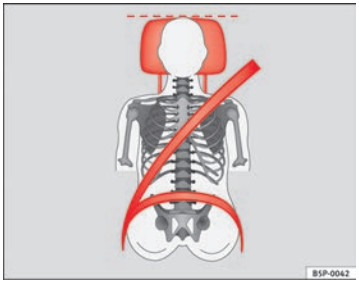

Fig. 13 Correct seat belt and head restraint positions, viewed from front
- **The shoulder part of the seat belt must lie on the centre of the shoulder, never across the neck. The seat belt must lie flat and snugly on the torso ⇒ page 25, fig. 13.**